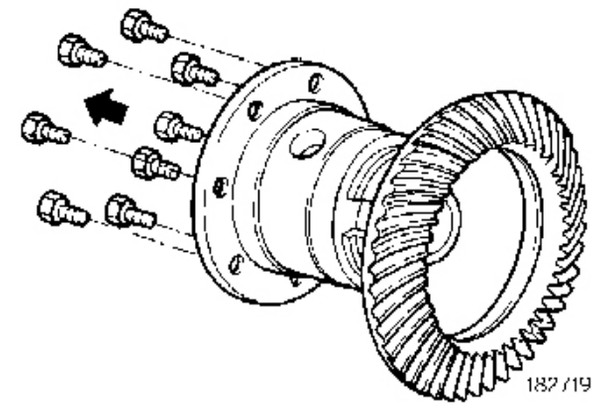

Fig.5
- Unscrew the mounting screws and remove the crown from the planetary gear set (**Fig.5**).